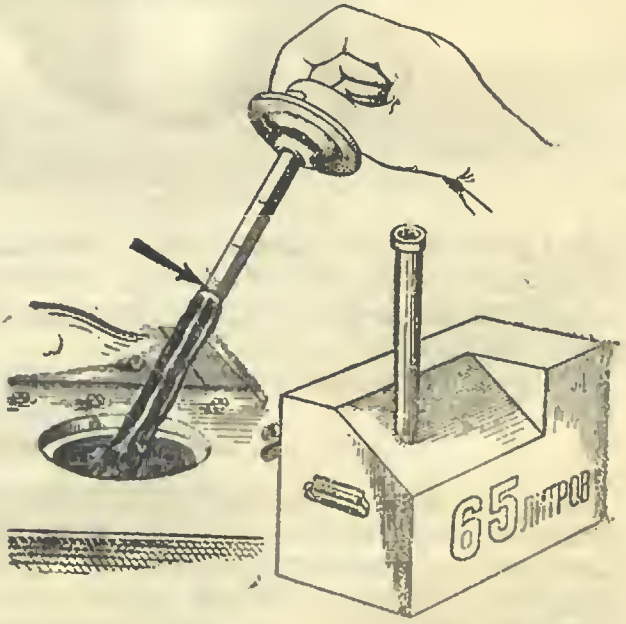

Рис. 257. Замер уровня масла в баке
2. Залить в бак через воронку 65 л масла до соответствующего деления на маслощупе. Замерить уровень, не завёртывая пробки (рис. 257).